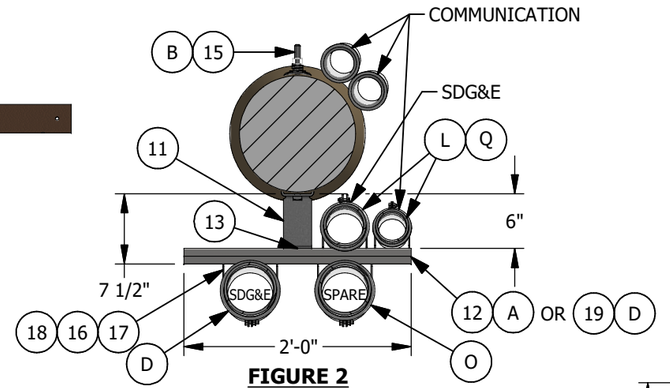

FIGURE 2
(G) USE FIGURE 2 FOR PREFERRED CONSTRUCTION FOR A SINGLE RISER